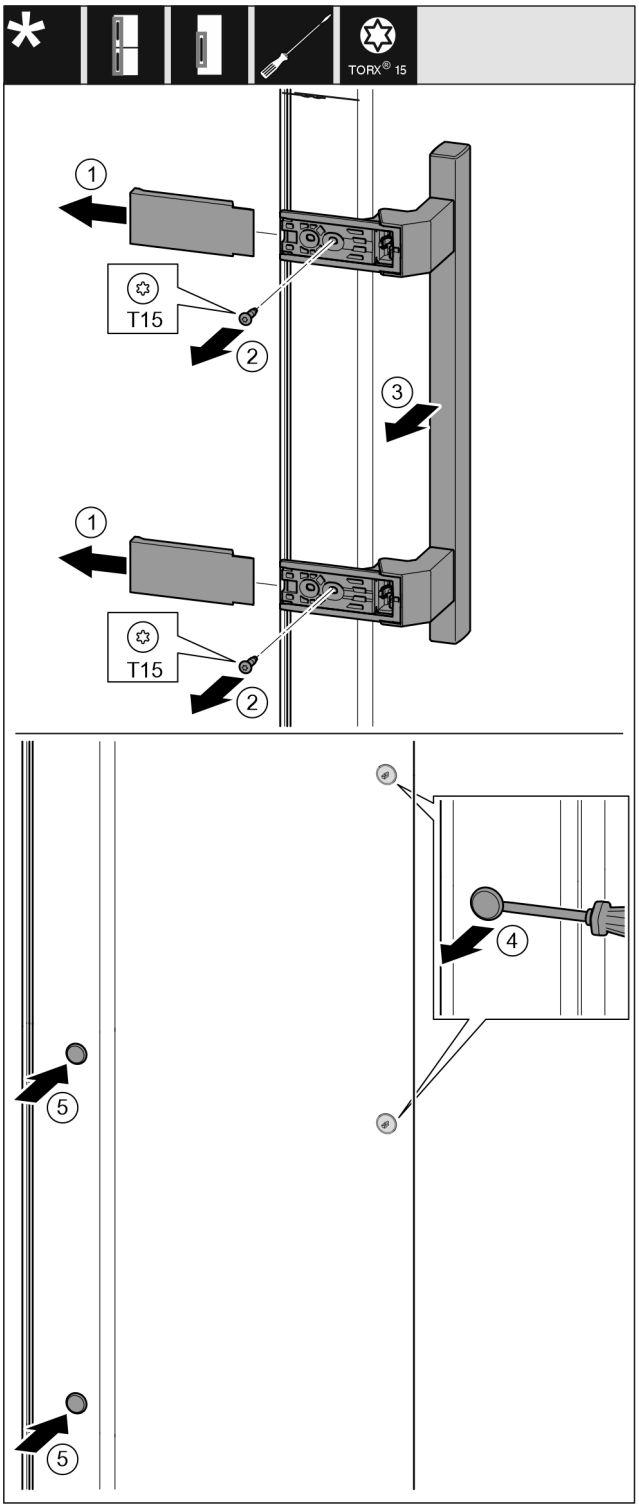

Fig. 21
▶ Abdeckung abziehen. *Fig. 21 (1)*
▶ Schrauben mit Schraubendreher T15 herausdrehen. *Fig. 21 (2)*
▶ Griff abnehmen. *Fig. 21 (3)*
▶ Seitlichen Stopfen vorsichtig mit einem Schlitzschraubendreher anheben und herausziehen. *Fig. 21 (4)*
▶ Stopfen auf der anderen Seite wieder einsetzen. *Fig. 21 (5)*